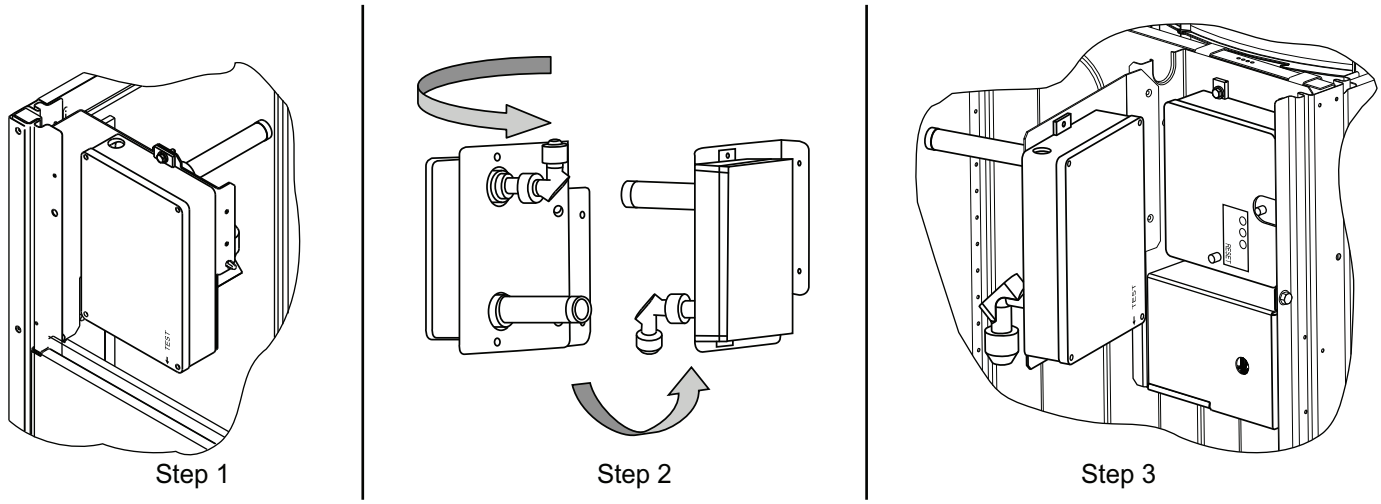

**Fig. 71 — Completing Installation of Return Air Smoke Sensor**
1. Unscrew the two screws holding the return-air smoke detector assembly. See Fig. 71, Step 1.
3. Turn the assembly 90 degrees and then rotate end to end. Make sure that the elbow fitting is pointing down. See Fig. 71, Step 2.
4. Screw the sensor and detector plate into its operating position using screws from Step 1. See Fig. 71, Step 3.